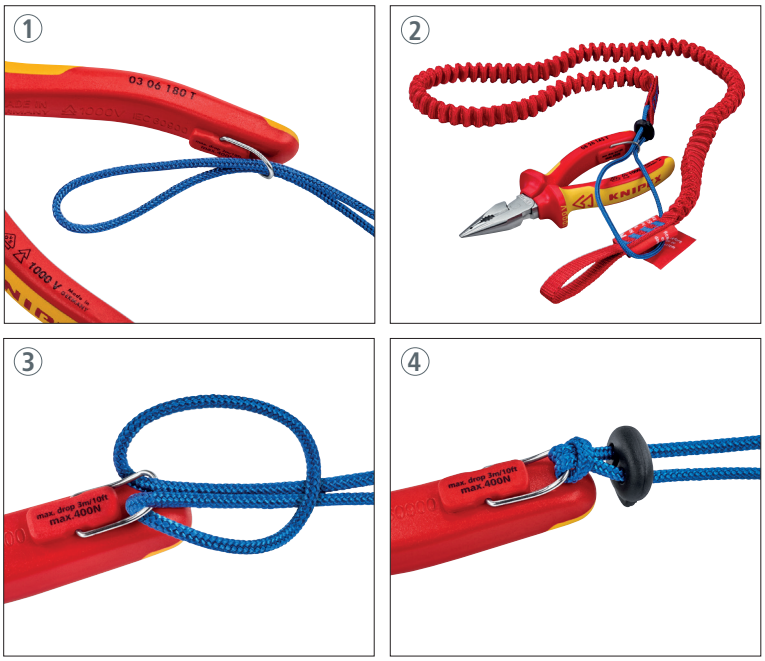

Рисунок 6. Подсоединение с помощью петли
- Инструменты KNIPEX с креплением для страховки от падения с высоты необходимо подсоединять только с помощью петли (рисунок 6).
Подсоедините другой конец страховочного стропа к подходящей надежной точке крепления инструмента для страховки от падения с высоты с помощью петли или карабина (см. раздел 4.1.1, рисунок 6 и раздел 4.1.2).